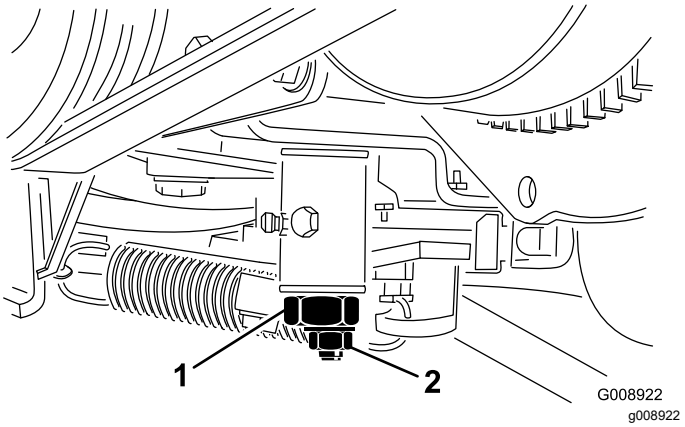

**Figuur 60**
3. Draai de borgmoer op de afstelnok van de tractie los (Figuur 60).